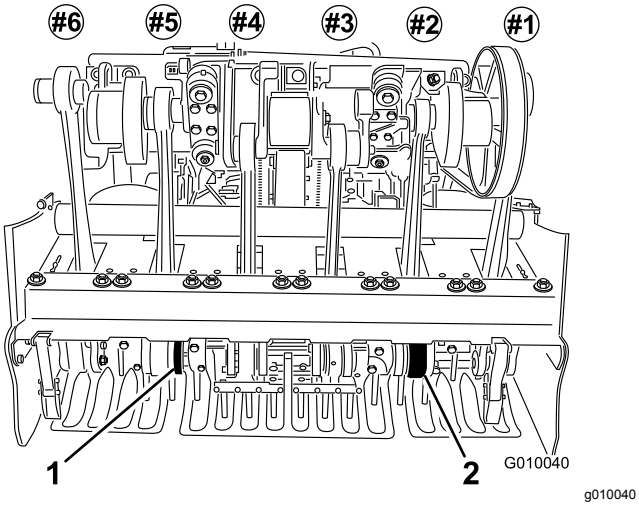

Figuur 27
6. Monteer de tanden in de houders 2 en 5 (Figuur 27). Draai de bouten vast.